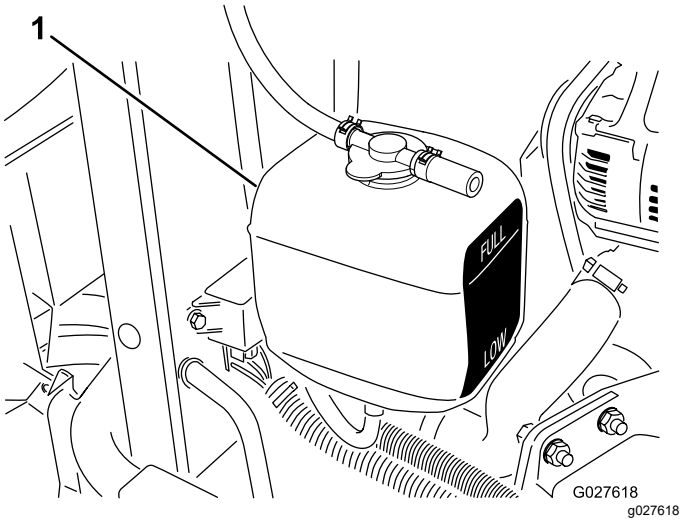

Figur 71
3. Kontroller kølevæskestanden i ekspansionsbeholderen (Figur 71).